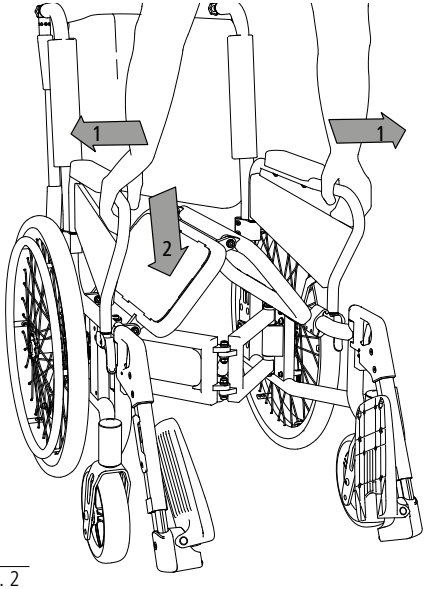

fig. 2
1. Se placer devant le fauteuil roulant, saisir l'avant des tubes latéraux et les pousser vers l'extérieur (1, fig. 2).
2. Appuyer ensuite sur l'une des surfaces d'assise avec le plat de la main à l'avant du fauteuil vers le bas (2, fig. 2) jusqu'à ce que le fauteuil roulant soit complètement déplié.